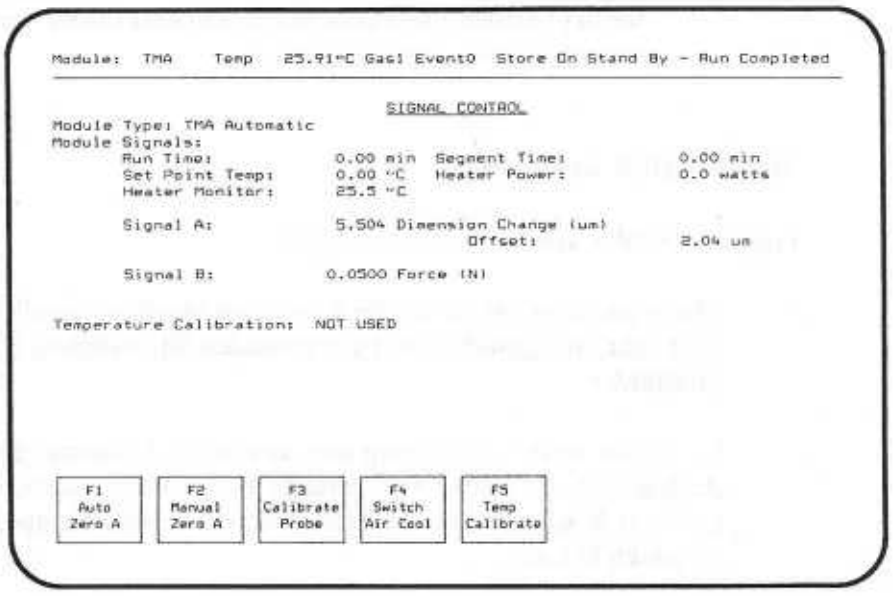

Bild 39
2. Drücken Sie F6 (GoTo Signal Control). Das SIGNAL CONROL-Menü (Abb. 39) erscheint.